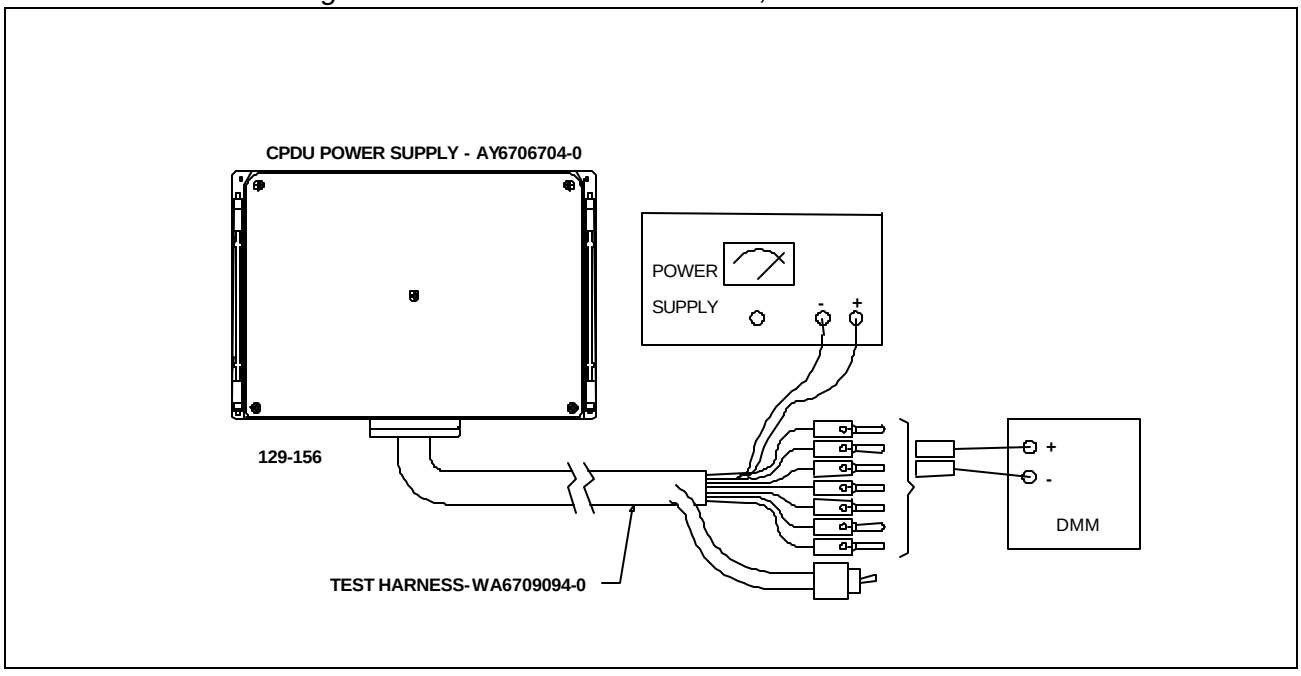

Figure 3-6A. CPDU PS Test Set-up
b. Connect CPDU power supply test cable to Power Supply Module. Refer to **Figure 3-6A.**